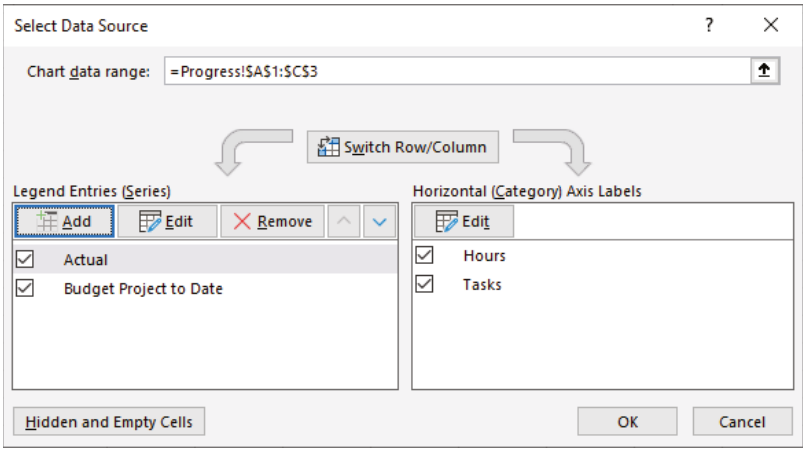
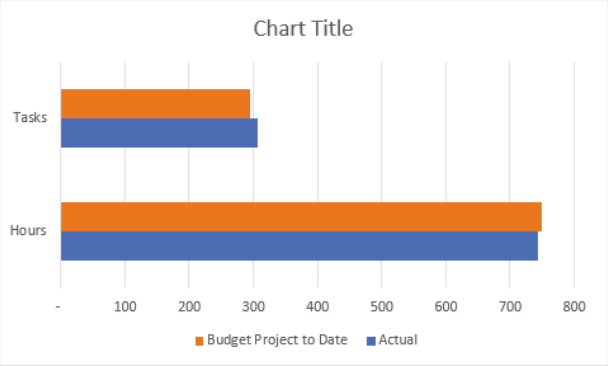

Figure 2.5: The Select Data Source dialog
Figure 2.6: An intermediate hours bar chart
4. Select the Total series and click the Remove button. Figure 2.5 shows the Select Data Source dialog after these changes and Figure 2.6 shows the chart at this stage.